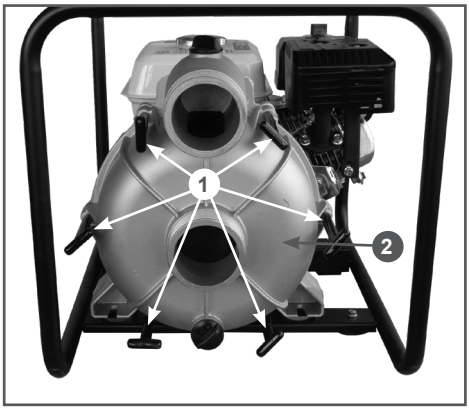

Рис. 23 Обслуживание водяного насоса
3. Открутите шесть Т-образных винтов 1 по периметру корпуса насоса и снимите крышку 2 корпуса насоса (Рис. 23).